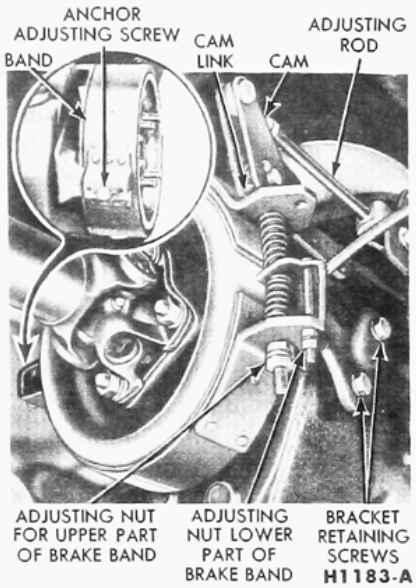

FIG. 4—Typical Band Type Parking Brake
1. On cable-controlled parking brakes (Fig. 4), move the parking brake lever to the fully released position. On a truck with a rod-type linkage, set the lever at the first notch.
2. Check the position of the cam to make sure the flat portion is resting on the brake band bracket. If the cam is not flat with the bracket, remove the clevis pin from the upper part of the cam, and adjust the clevis rod to allow the flat portion of the cam to rest on the brake band bracket. Install the clevis pin and cotter pin (Fig. 4).
4. Loosen the lock nut on the adjusting screw for the lower half of the brake band, and adjust the screw to establish a 0.010-inch clearance between the lining and the brake drum at the lower half of the brake band (Fig. 4). Tighten the lock nut.